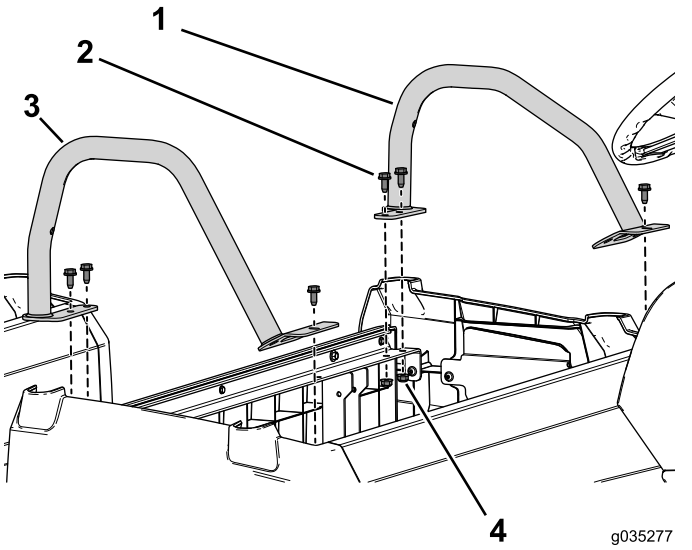

Figur 51
3. Sätt fast de vänstra och högra höftskydden på den främre sätessockeln med sex flänsskruvar (3/16 x 3/4 tum) och flänsmuttrarna (Figur 51).